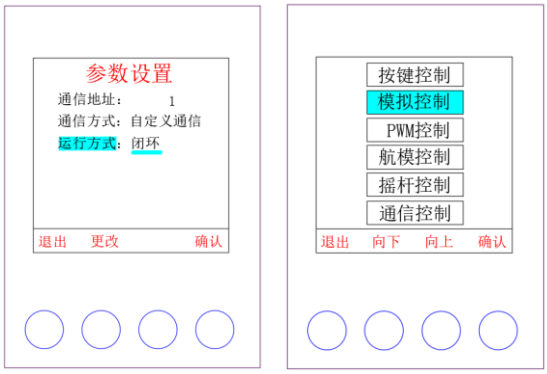

图 6.9 外部模拟量闭环控制的运行模式和控制方式选择界面
- 运行模式可通过按键操作进入参数设置界面进行切换。如图 6.9。
- 控制方式可通过按键操作进入模式选择界面进行切换。如图 6.9。